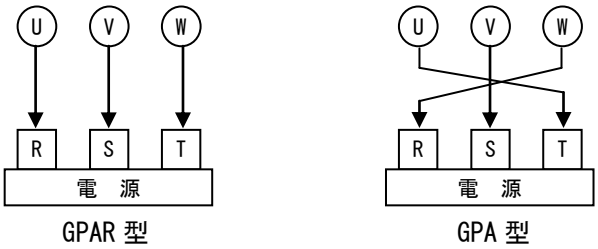

図 13　配線接続図
(1) 配線は図 13 または、電動機の取扱説明書に従い行ってください。